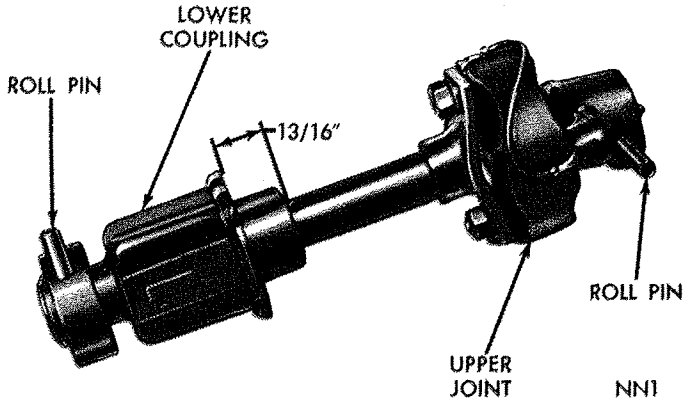

***Fig. 37—Positioning Steering Shaft Coupling (Fury Models)***
**Fury Models:** Move column assembly up or down in instrument panel bracket so dimension between top of coupling and center of the gauge hole (Fig. 37) is 13/16 inch. Tighten the steering column bracket clamp screws to 95 inch-pounds.
(5) Slide floor plate down column and into position on the floor. Install retaining bolts finger tight so plate can be shifted to align lower end of column.